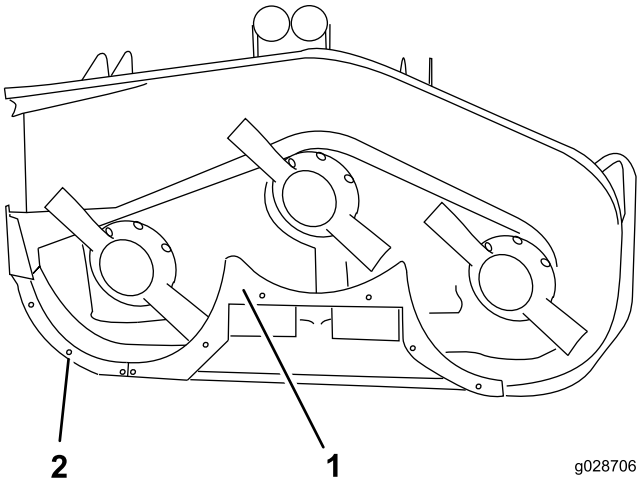

Figur 10
8. Sätt den bakre hyllan på däcket (Figur 10).
10. Montera den bakre hyllan på däcket med fyra huvudskruvar (3/8–16 x 1 tum) och fyra låsbrickor (Figur 10).
12. Fäst skärmen vid däckets kant med två huvudskruvar (1/4–20 x 3/4 tum) och två låsmuttrar (Figur 10).
13. Rikta in den högra hyllan efter mittskärmens ände och däckets kant (Figur 10).